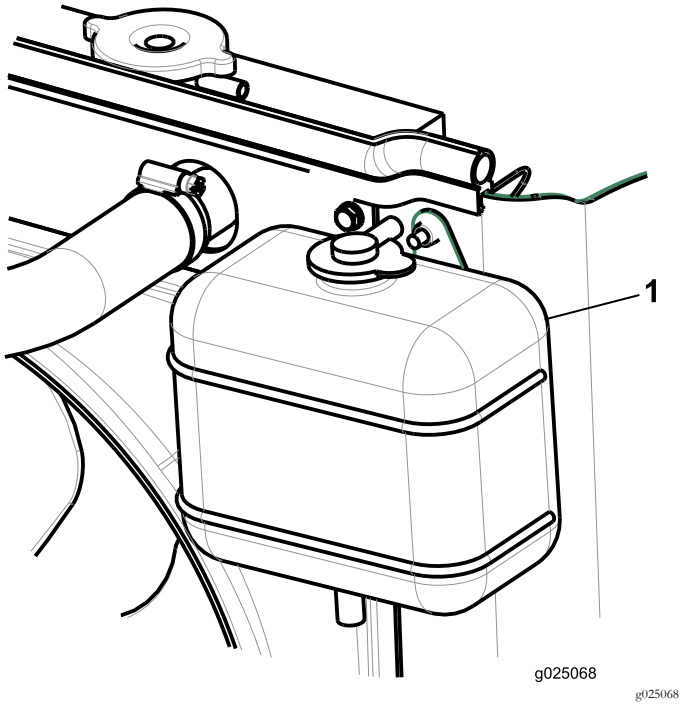

Figur 25
2. Kontrollera kylvätskenivån i expansionstanken (Figur 25).